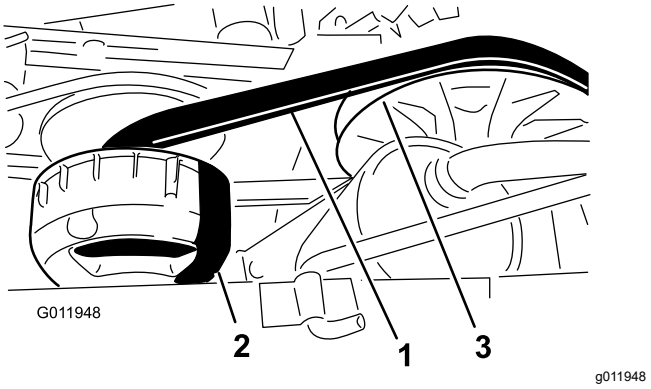

Rysunek 56
4. Obróć i sprawdź pasek (Rysunek 56) pod kątem nadmiernego zużycia lub uszkodzeń.
3. Obróć i poprowadź pasek nad sprzęgłem wtórnym (Rysunek 56).
4. Zdejmij pasek ze sprzęgła pierwotnego (Rysunek 56).
5. Nałóż nowy pasek na sprzęgło pierwotne (Rysunek 56).
6. Obróć i poprowadź pasek nad sprzęgłem wtórnym (Rysunek 56).